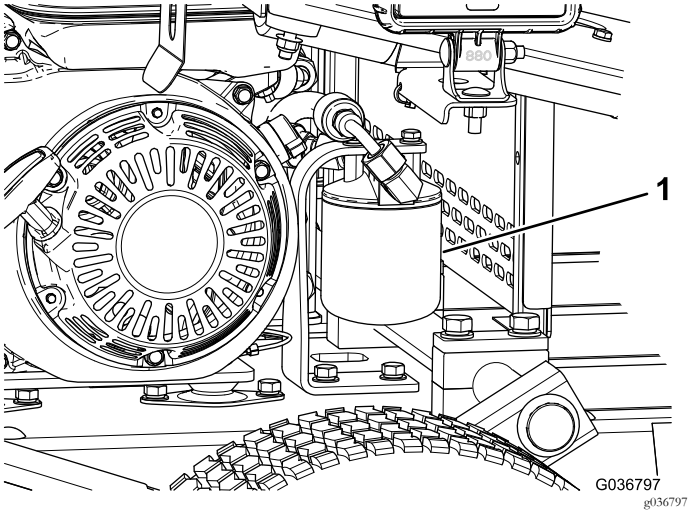

**Figur 37**
5. Placera ett kärl under filtret och ta bort filtret (Figur 37).